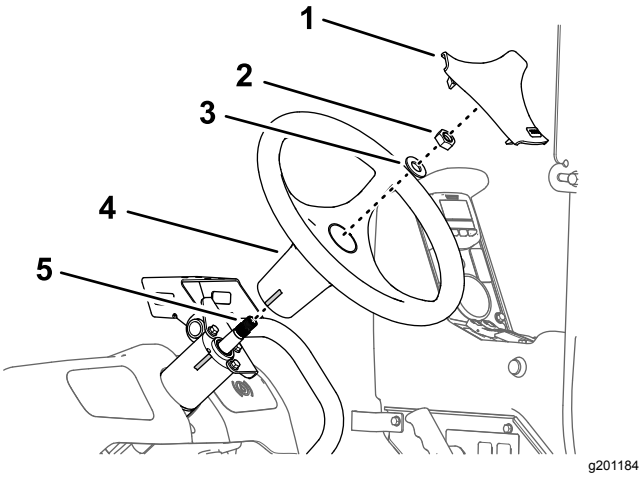

Rysunek 163
1. Ustaw znak z taśmy na kierownicy równo z zaznaczeniem na obudowie zaworu układu kierowniczego (Rysunek 163).
2. Załóż kierownicę na wał zaworu układu kierowniczego (Rysunek 163) i zamocuj zakładając podkładkę (5/8 cala) i nakrętkę (5/8 cala) odkręcone wcześniej w kroku 3 procedury Zdjęcie kierownicy (Strona 73).